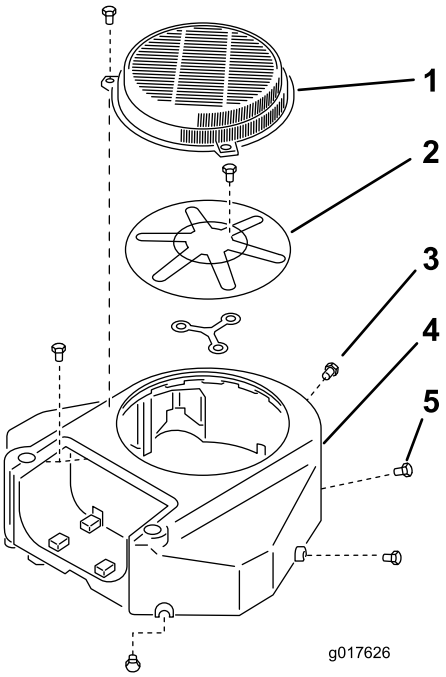

Figur 61
3. Fjern luftinntaksskjermen og viftehuset (Figur 61).
5. Monter luftinntaksskjermen og viftehuset (Figur 61).